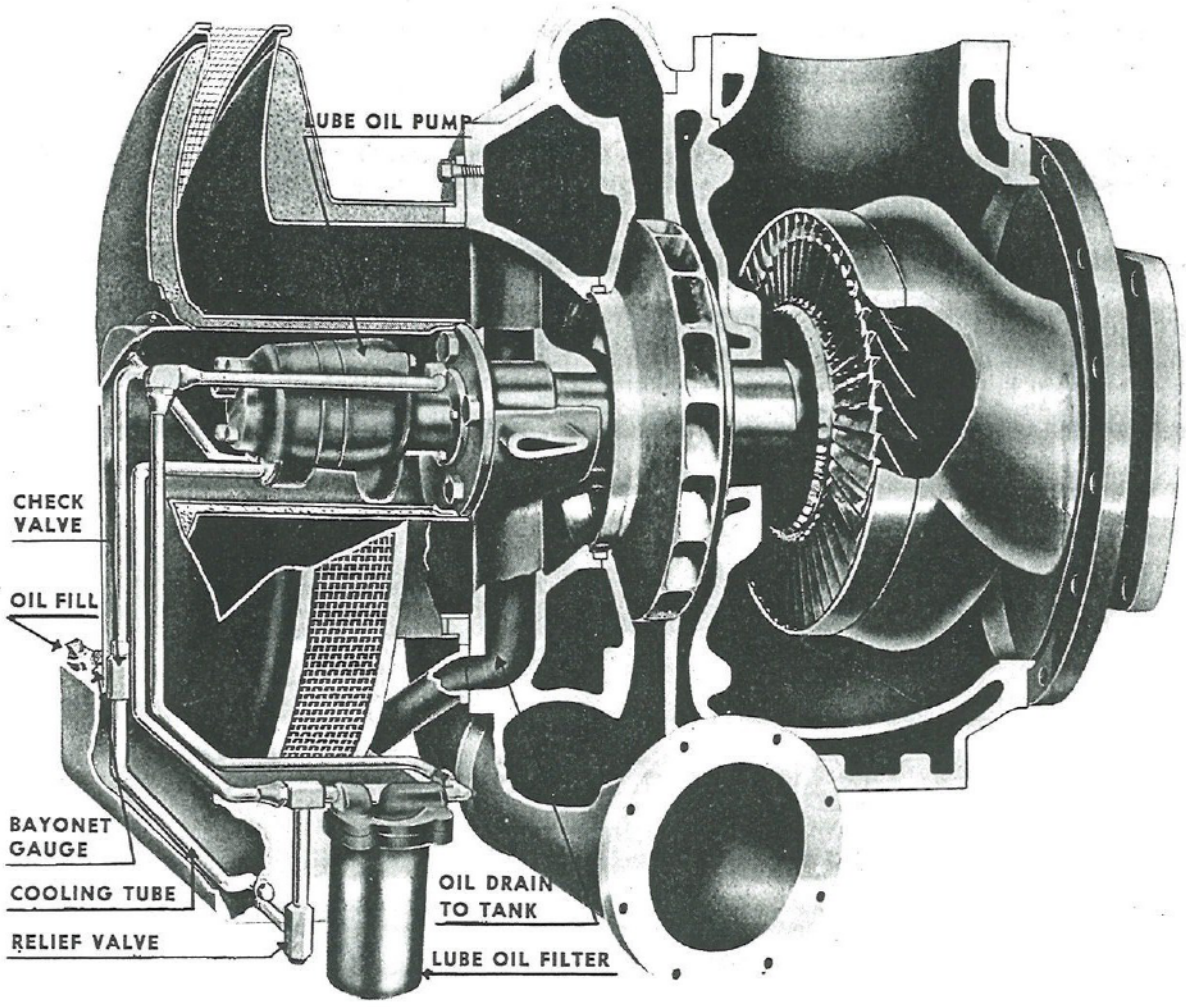

Fig. 21. Lubrication of Turbocharger
26. TURBOCHARGER LUBRICATION. The turbocharger unit has its own lubrication system. On the left side of Fig. 21, underneath the air intake screen, an oil reservoir is shown. On the left end of the rotor shaft the lubricating oil pump is installed, and it operates from this shaft. The oil is picked up from the reservoir by the pump and passes through a relief valve which by-passes any surplus oil back to the oil reservoir. The oil is then forced under pressure through a filter and into the journals and bearings of the unit through rifle drilled passages. The used oil is then collected in drainage ribs and is carried back to the pipe which drains into the tank. The lubricating oil is circulated continuously. A bayonet-type gauge is located on the lubrication oil tank to permit checking the oil level. Clean the lubricating oil tank and screen at the suction pumps after the first 200 operating hours, every 2000 hours after that. Renew lubricating oil filter cartridge every 2000 hours, oftener if needed. Check oil level daily, and add lubricating oil when necessary. If oil consumption exceeds more than one quart every 24 hours, investigate. Grade of oil should be 2-104B.